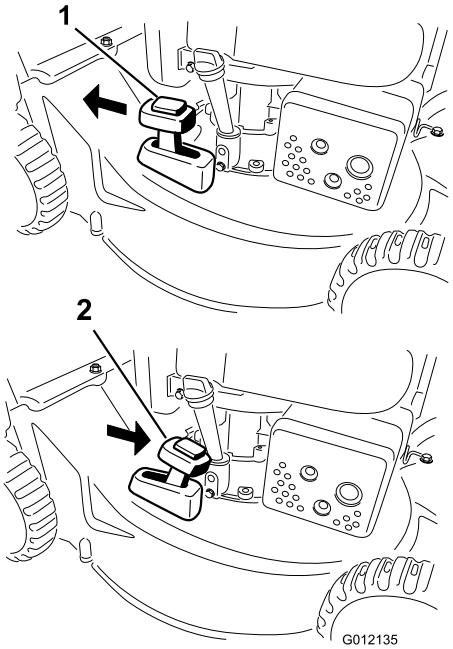

Figur 16
För att återvinna klippet för du uppsamlingspåsens snabbutlösarspak till **återvinningsläget** (Figur 16).
2. Montera gräsuppsamlaren (se Ta bort gräsuppsamlaren (sida 10)) och för uppsamlingspåsens snabbutlösarspak till **uppsamlingsläget** (endast modell 20836) såsom visas i Figur 16.
Obs: Ta bort gräsuppsamlaren om den har monterats på maskinen (se Ta bort gräsuppsamlaren (sida 10)) innan du använder den bakre utkastaren för klippet. Uppsamlingspåsens snabbutlösarspak ska vara i **uppsamlingsläget** (endast modell 20836) såsom visas i Figur 16.